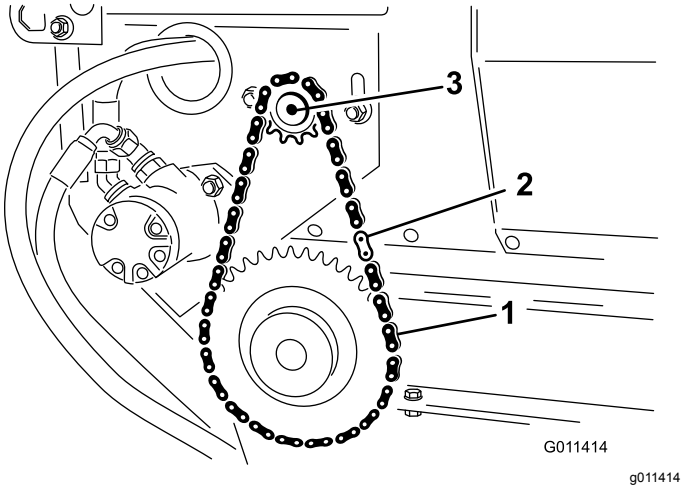

Figur 30
2. Fjern hovedleddet fra kjedet, og fjern kjedet fra det lille tannhjulet (Figur 30).